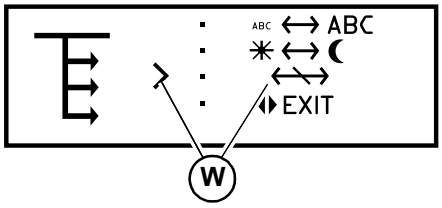

Fig. 11 – Exit Configuration Mode
4. Press and release the interface button until the selection caret points to the “EXIT” selection (W, Fig 11). Press and hold the interface button for 5 seconds. The D-H control pattern option is now activated.